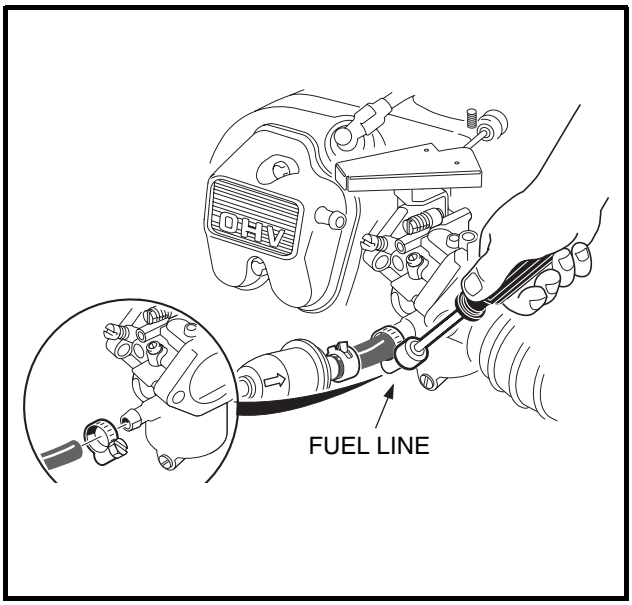

Figure 16-12 Fuel Line
4.4. Loosen the hose clamp and then disconnect the fuel line from the carburetor. To prevent spilling fuel, the disconnected end of the line can be plugged with a 1/4-inch bolt **(Figure 16-12, Page 16-8)**.